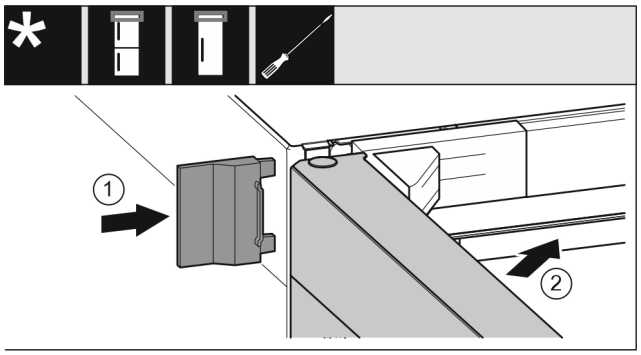

Fig. 26
▶ Äußere Abdeckung *Fig. 26 (1)* aufschieben.
▶ Obere Tür *Fig. 26 (2)* schließen.